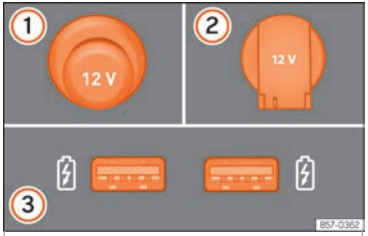

Abb. 150 12-Volt-Steckdose: ① in der Mittelkonsole, ② im Gepäckraum. USB-Steckdose im hinteren Bereich der Mittelkonsole ③.
- Ziehen Sie den Stecker in der Mittelkonsole aus der Steckdose heraus ››› **Abb. 150** ①.
- Die Abdeckkappe der Steckdose anheben ››› **Abb. 150** ②.
Die USB-Eingänge befinden sich im hinteren Teil der Mittelkonsole zwischen den Vordersitzen ››› **Abb. 150** ③. Jeder dieser Anschlüsse verfügen über eine maximale Leistung von bis zu 10,5 W.